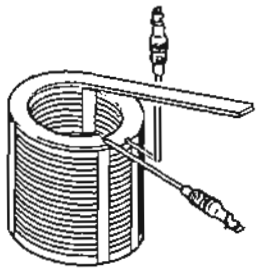

Abb. 3
- Vor dem Einsetzen der neuen Spule auf den Pol, das Klebeband aus Silikonschaum auf der kabelseitigen Spulenflanke anbringen (Abb. 3).